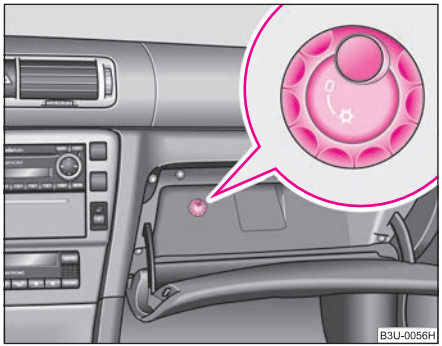

Fig. 95 Storage compartment: Control dial for the cooling system
– You can switch the cooling system on or off using the control dial ⇒ fig. 95.